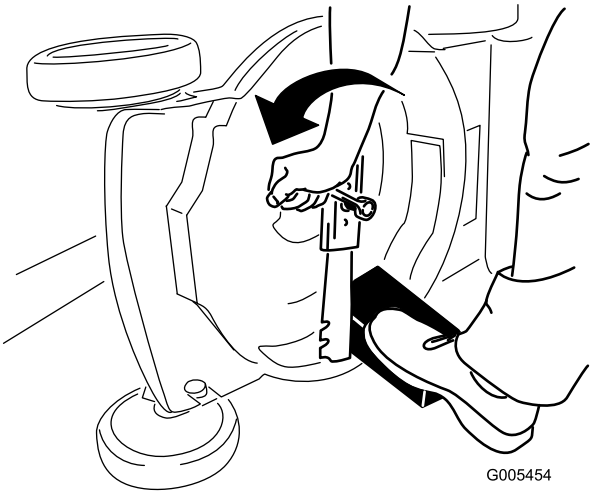

Figura 36
3. Utilize um bloco de madeira para manter a lâmina segura (Figura 36).
4. Retire a lâmina guardando todo o equipamento de montagem (Figura 36).